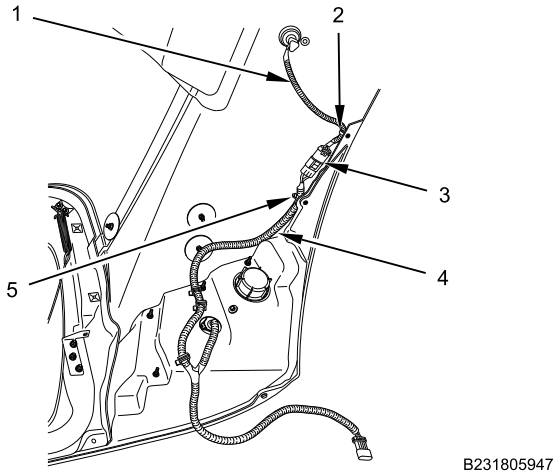

Figure 9. Front Fender Light Harness.
5. Release front turn signal and parking light assembly harness (Figure 9, Item 4) from harness clip (Figure 9, Item 5).
6. Disconnect front headlight harness connector (Figure 9, Item 3).
7. Remove and discard cable lock strap (Figure 9, Item 2), and remove front fender light harness (Figure 9, Item 1).